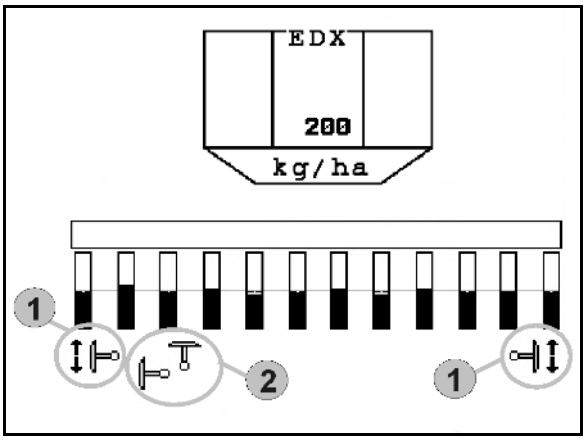

**Fig. 53**
- visning aktiv spormarkør (Fig. 53/1)
- visning spormarkørforvalg (Fig. 53/2)